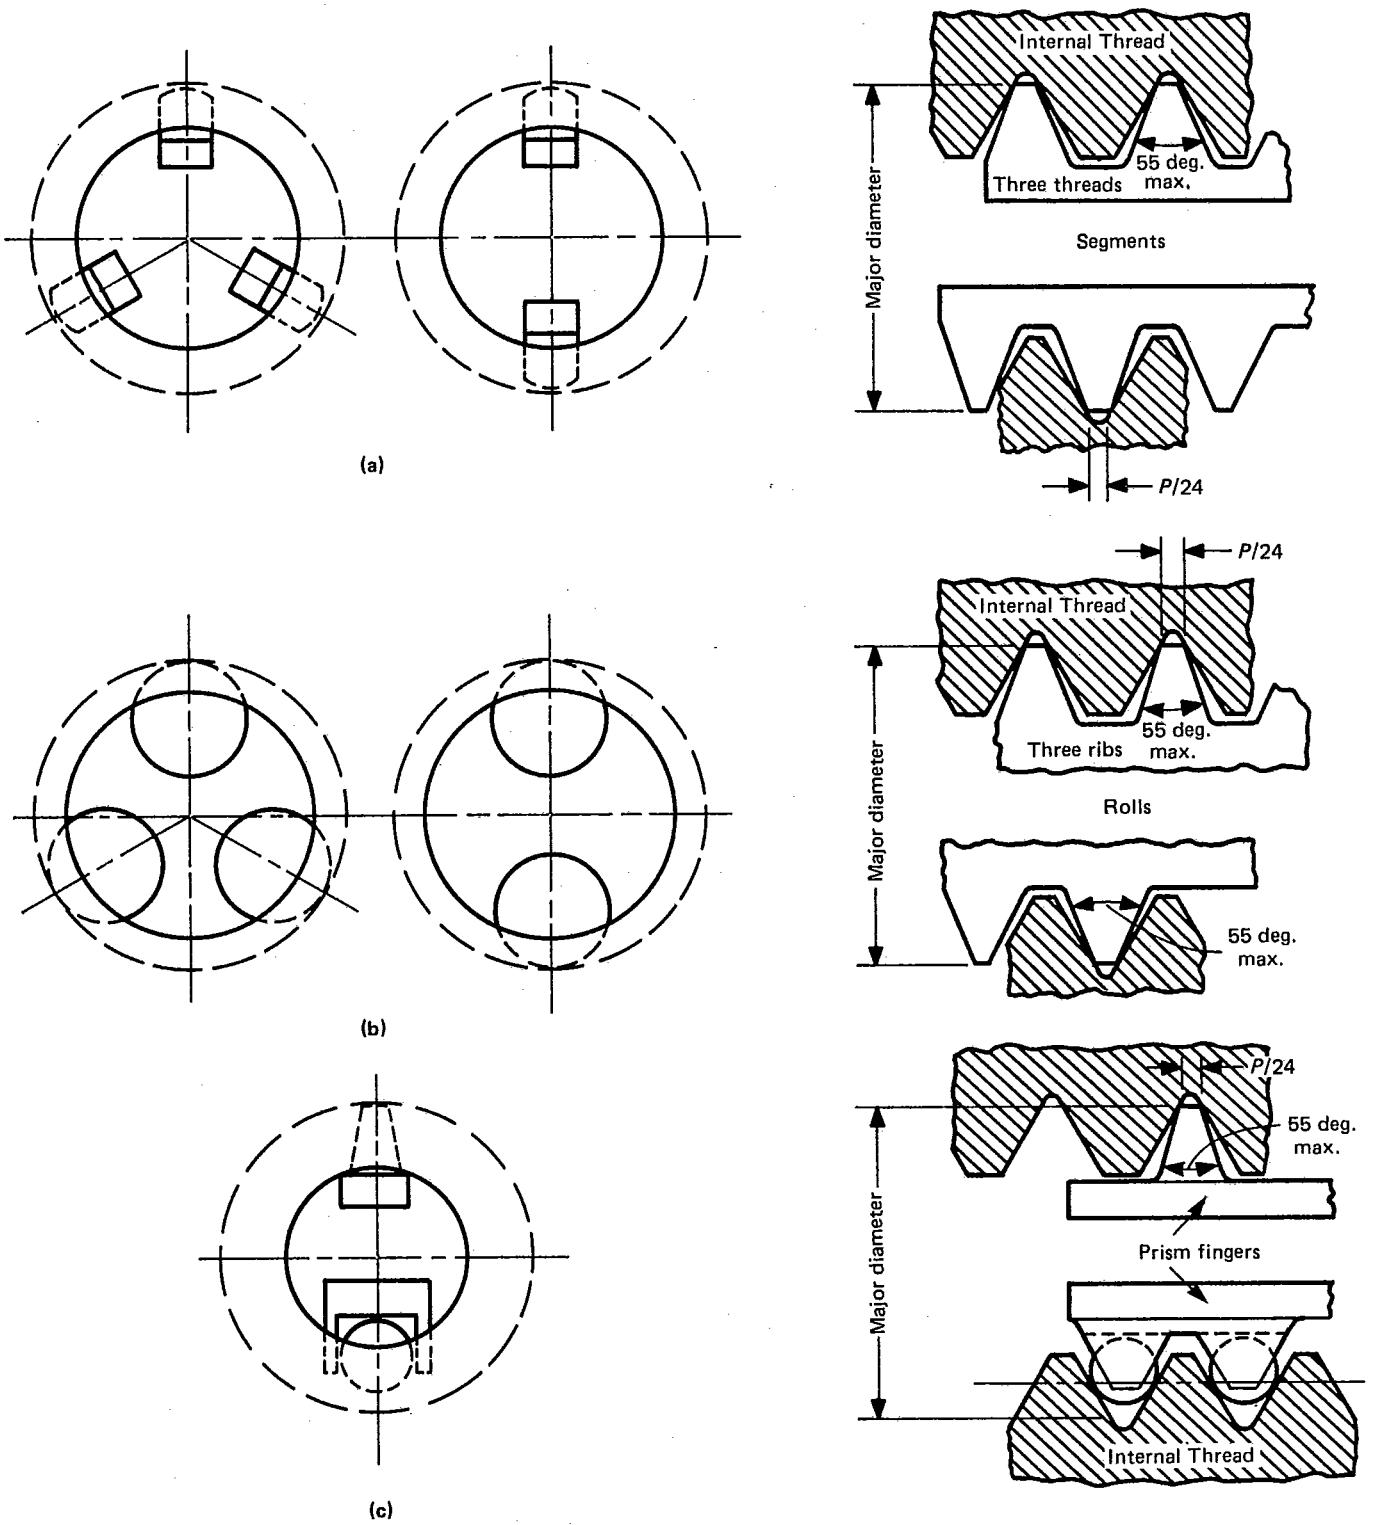

FIG. 11 SNAP AND INDICATING DIAMETER GAGES — MAX.-MIN. MAJOR DIAMETER LIMIT AND SIZE
4.9.2 Snap and Indicating Major Diameter Gages. Gages are made to manufacturer's standard with 55 deg. maximum gage contacts at 180 deg. in the form of relieved thread contacts. See Fig. 11, sketch (a) for segment type. Size ranges from approximately 5 mm to 65 mm. Above 65 mm, gage contacts are thread relieved rolls at 120 deg. See Fig. 11, sketch (b). Another design is the use of conical contact on one finger and two "best size" thread balls on other contact as shown in Fig. 11, sketch (c). In each design, the indicating gages are set with cylindrical ring gages, outside micrometers, vernier calipers, or gap made with gage blocks and jaw accessories. Gage contacts are collapsed into tapped hole and released to contact product major diameter. Dial indicator gages give the size of the product between minimum and maximum tolerances. Snap gage checks the major diameter limit by sensing the resistance at contact after being set to master.